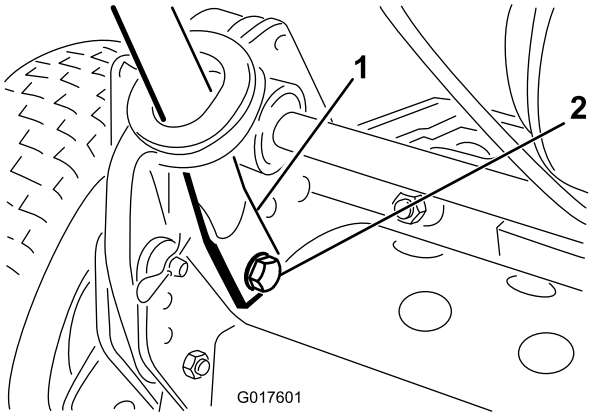

**Figur 3**
4. Klem håndtagets ender indad, og monter dem på monteringstapperne (Figur 3).
5. Fastgør håndtagets ender til monteringstapperne med de medfølgende bolte, spændeskiver og låseskiver (Figur 3).
6. Fastgør bunden af håndtagets arme til hver side af plæneklipperen med de bolte og låsemøtrikker, som tidligere blev afmonteret (Figur 3). Husk at sætte bøsningerne i håndtagsarmenes monteringshuller.
7. Fastgør håndtagets arme til stellets bagende med de låseclips og ringpinde, som tidligere blev afmonteret (Figur 3).